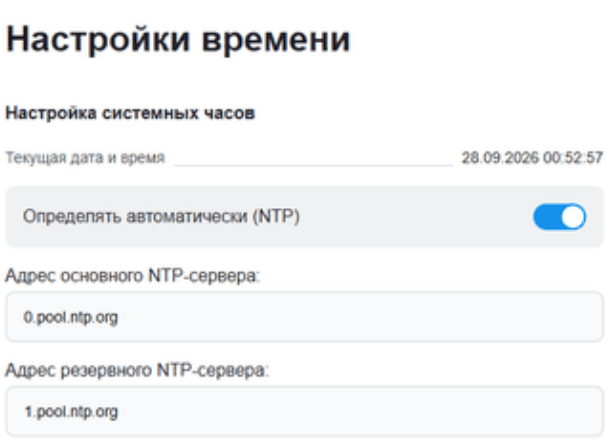

Рисунок 12 – Настройка NTP
2.6.1 Функционал автоматической перезагрузки задаётся на странице «Настройки времени», блок «Автоперезагрузка», рисунок 12.